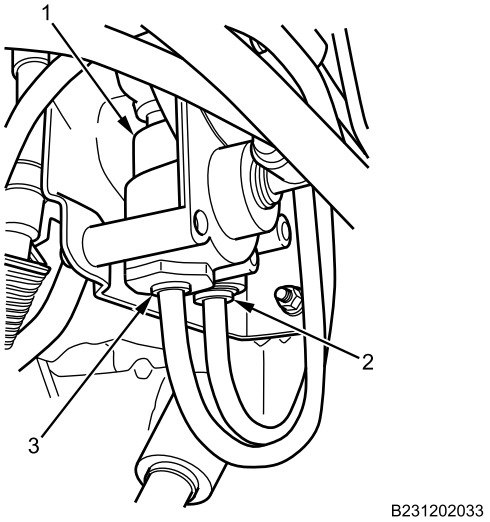

Figure 5. Tractor Protection Valve Lower Air Lines.
4. Connect GREEN delivery air line (Figure 5, Item 2) and RED trailer and transport delivery air line (Figure 5, Item 3) on tractor protection valve (Figure 5, Item 1).